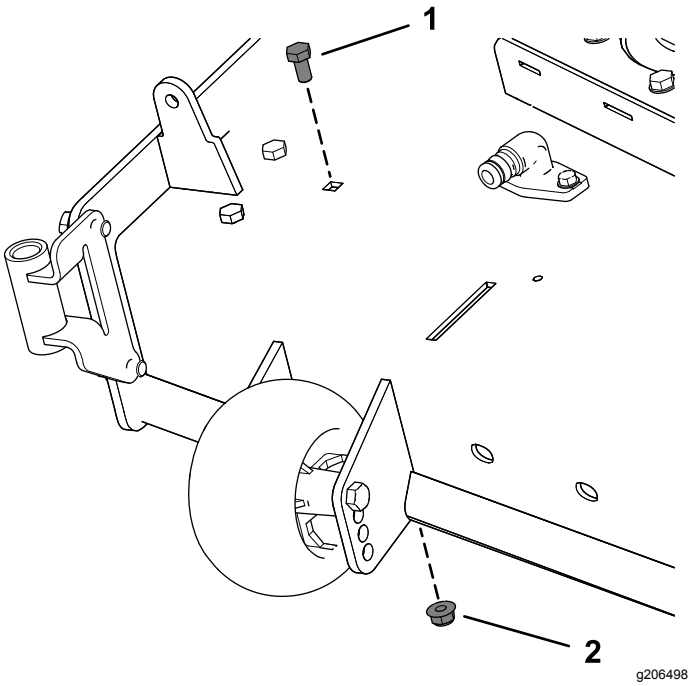

Figur 9
2. Fjern den eksisterende bolt og møtrik fra plæneklipperskjoldet (Figur 9).
For plæneklipperskjold på 137 cm skal du fjerne bolten og møtrikken som vist i Figur 9.